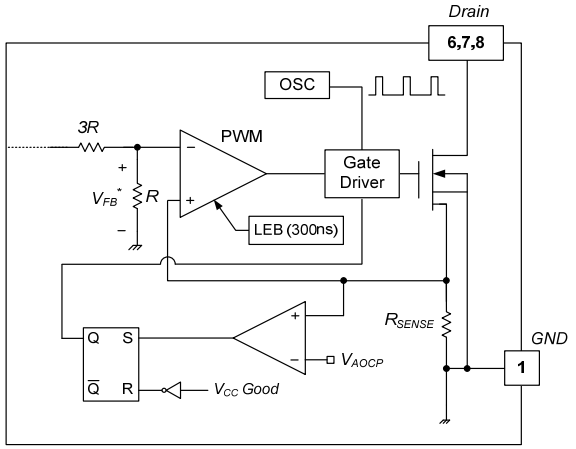

Figure 23. Abnormal Over-Current Protection
4. Abnormal Over-Current Protection (AOCP): When the secondary rectifier diodes or the transformer pins are shorted, a steep current with extremely high di/dt can flow through the SenseFET during the minimum turn-on time. Even though the FSL156MRIN has overload protection, it is not enough to protect the FSL156MRIN in that abnormal case; due to the severe current stress imposed on the SenseFET until OLP is triggered. The internal AOCP circuit is shown in Figure 23. When the gate turn-on signal is applied to the power SenseFET, the AOCP block is enabled and monitors the current through the sensing resistor. The voltage across the resistor is compared with a preset AOCP level. If the sensing-resistor voltage is greater than the AOCP level, the set signal is applied to the S−R latch, resulting in the shutdown of the SMPS.